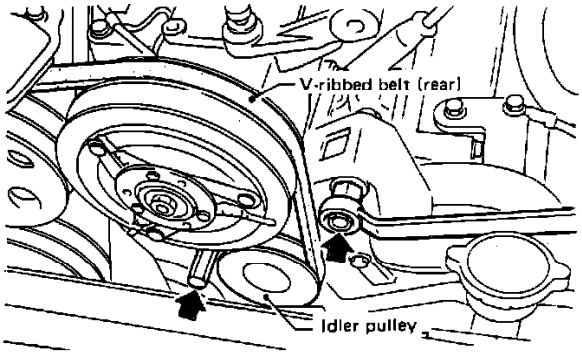

Fig. 63 Idler Pulley Retaining Bolt & Nut Location
1. Loosen idler pulley retaining bolt and nut, **Fig. 63.**
3. Install drive belt. When proper belt tension is achieved, as specified in **Fig. 55** tighten idler pulley retaining bolt and nut, **Fig. 63.**